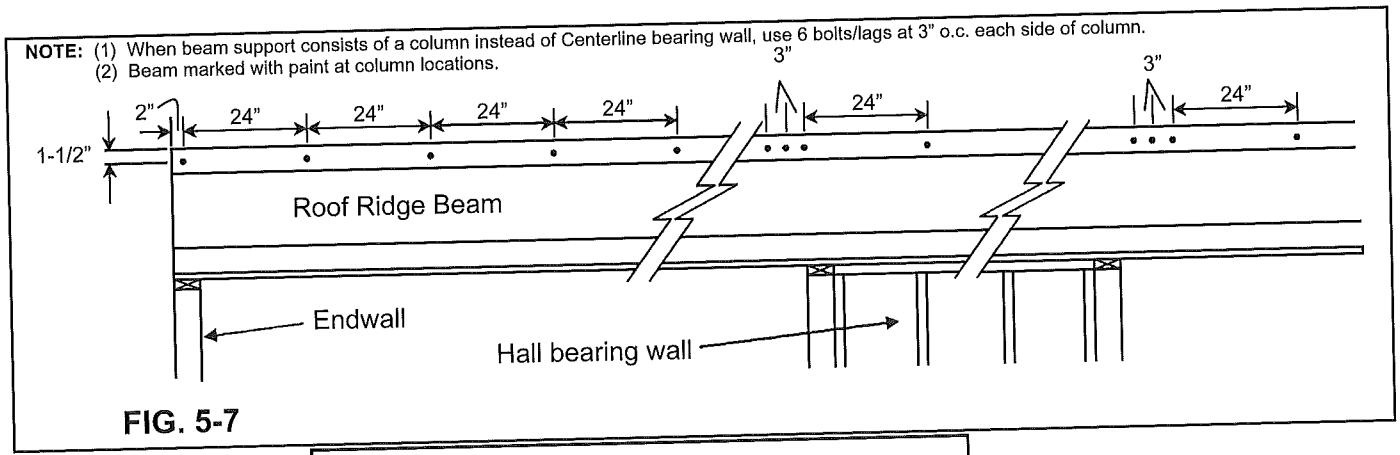

FIG. 5-7
6. To obtain access into the ceiling cavity to bolt or alternately lag screw the ridge beam sections together, fold back the underlayment paper and remove the 16" wide sheathing panel(s) at the peak. Note that the shingles may not have been installed on one or both halves, at the 16" wide area at the peak. If one side is shingled, it is intended that the beams be lag screwed together. If neither side is shingled, the beam may be lag screwed or bolted together. Bolts to be 3/8" x 4-1/2". Lag screws to be 3/8" x 5". Install lag screws or bolts at 24" o.c. with 6 additional lag screws at 3" o.c. over interior beam supports. (If marriage walls and ridge beam halves have been plated with 3/8" sheathing, then the bolts or lags must be increased in length by 3/4" to 5-3/4".) Predrill 1/4" pilot holes for the lag screws at 1-1/2" down from the top of the beam and with a maximum offset from the horizontal of 45 degrees. A gap between beam halves up to 1" is allowable. Gaps larger than 1/2" must be filled with plywood or lumber shims. For 1/2" max gaps, increase fastener length 1/2". For 1" max. gaps increase fastener length 1-1/4". See Fig. 5-7.